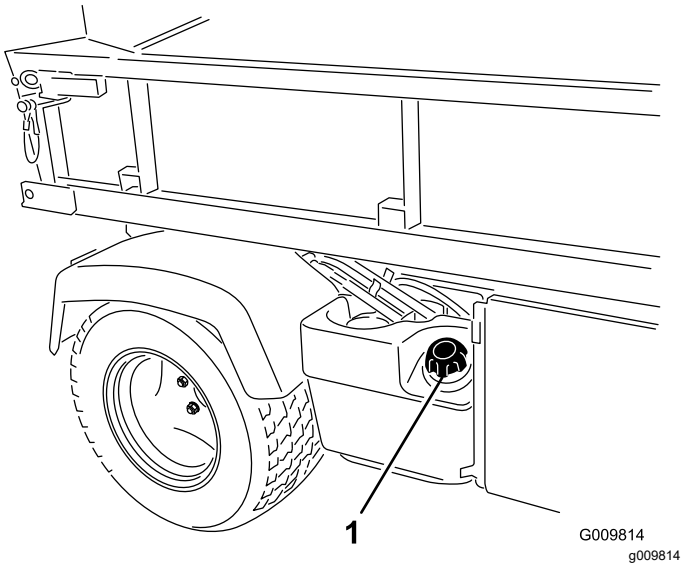

Figur 14
2. Fjern drivstofftanklokket (Figur 14).